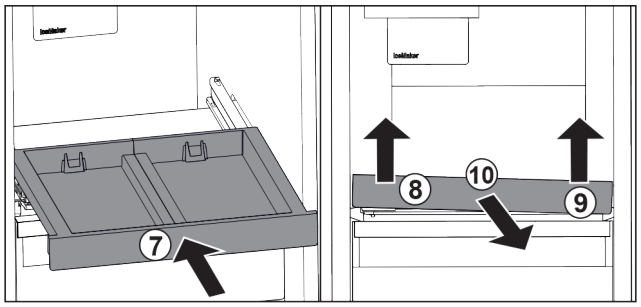

Fig. 141
▶ Uitschuifplateau erin schuiven. *Fig. 141 (7)*
▶ Uitschuifplateau linksvoor optillen. *Fig. 141 (8)*
▶ Uitschuifplateau rechtsvoor optillen. *Fig. 141 (9)*
▶ Uitschuifplateau er naar voren uitnemen. *Fig. 141 (10)*